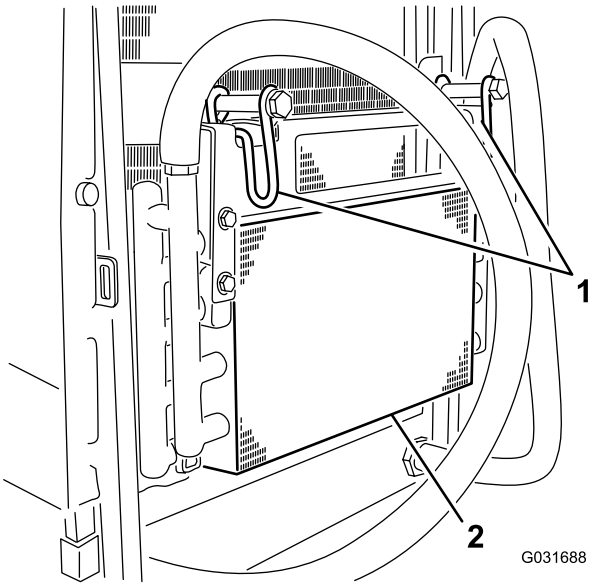

Figur 51
5. Vrid spärrhakarna inåt för att frigöra oljekylaren (Figur 51).